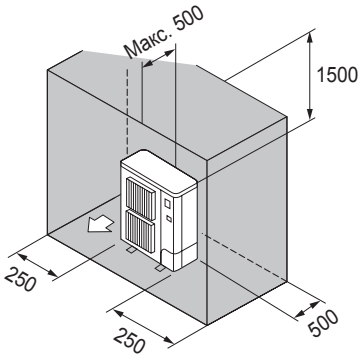

Fig. 3-10
⑥ Окружающие предметы - только сзади, с боковых сторон и сверху (Fig. 3-10)